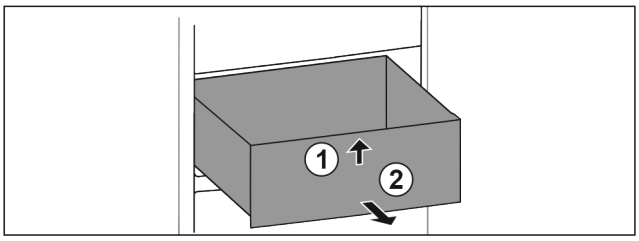

Fig. 131
▶ Soulever la partie avant du tiroir. *Fig. 131 (1)*.
▶ Retirer le tiroir par l'avant. *Fig. 131 (2)*